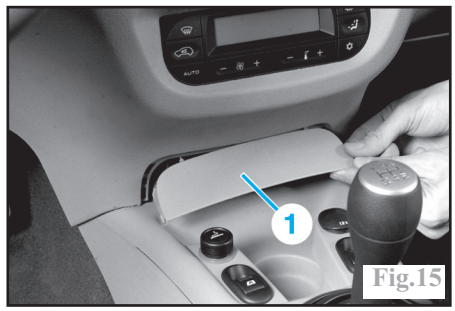

Fig.15
Décliper le cache (1) (Fig.15).